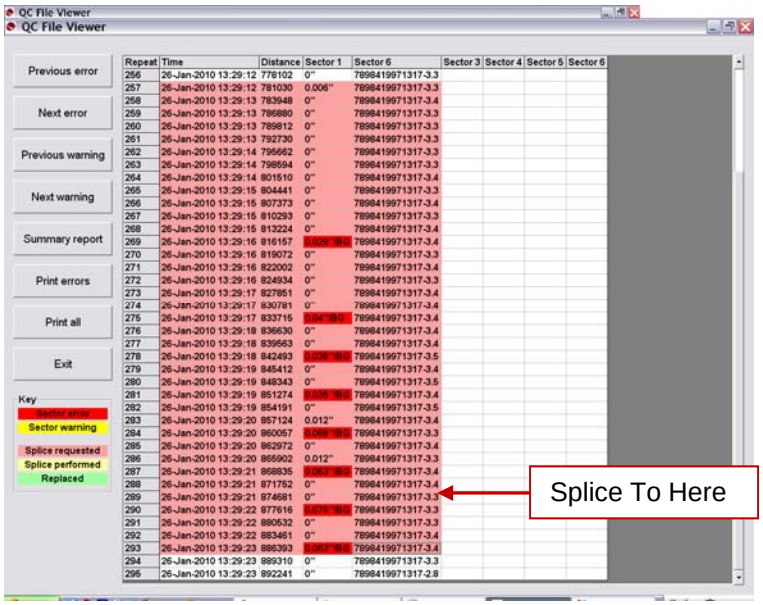
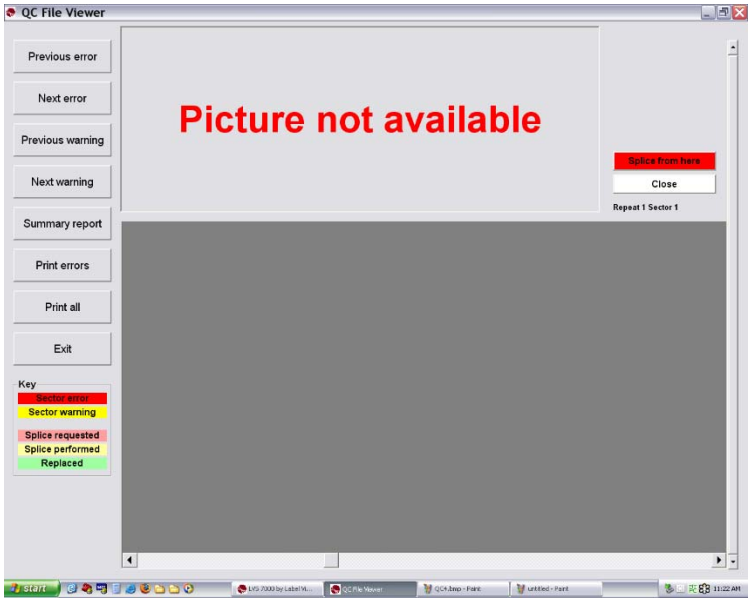

Figure 1
Figure 2: Good label selected (no picture available)
2. Click on the line where you want to splice to end, and then click the “Splice to here” button (Figure 1). Good labels can be spliced out with bad labels, but no images of the good labels will appear (Figure 2).